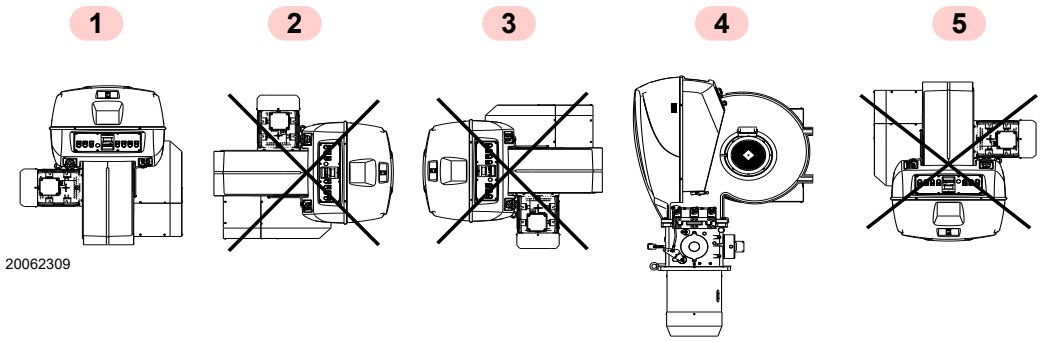

Fig. 9
- Le brûleur est exclusivement prévu pour fonctionner dans les positions **1** et **4** (Fig. 9).